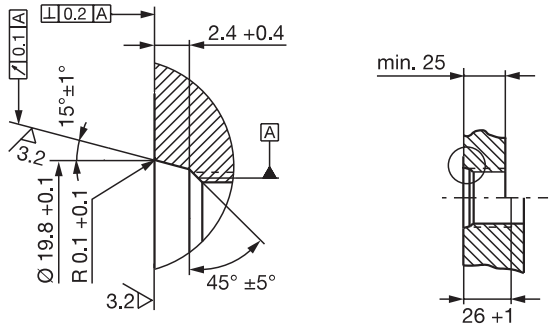
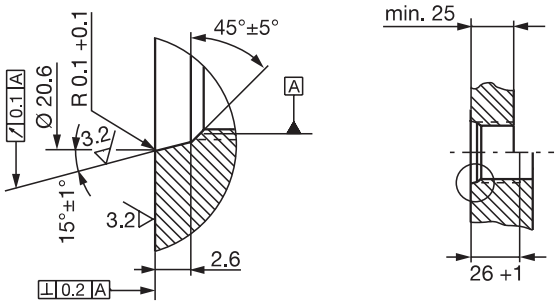

Fig. 5-3: Furo de rosca M18x1.5 para anel O-Ring 15.4x2.1 conforme a ISO 6149
Fig. 5-4: Furo de rosca 3/4"-16 UNF para anel O-Ring 15.3x2.4 conforme a SAE J475
1. Faça um furo de rosca com a rosca (se necessário, alargue-o para o anel O-Ring) de acordo com a Fig. 5-3 ou a. Fig. 5-4